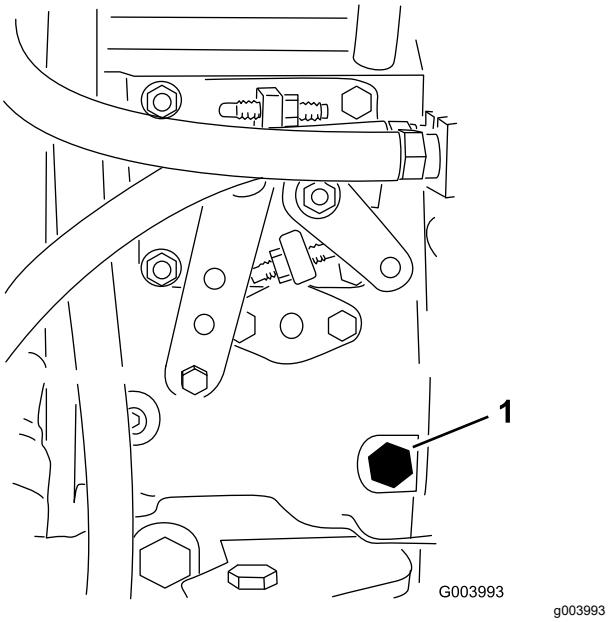

Figur 36
3. Öppna avluftarskruven på bränsleinsprutningspumpen (Figur 36) med en 12 mm nyckel.